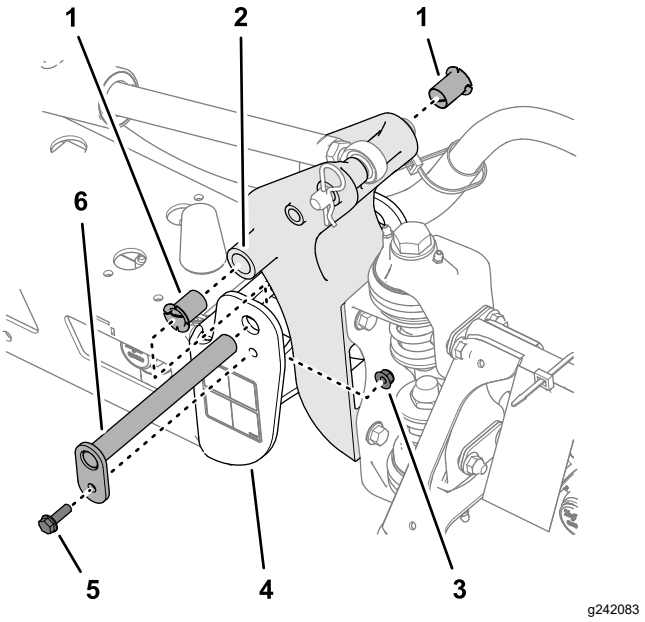

Figura 113
3. Retire o parafuso e porca que prende o pino de articulação e retire o pino (Figura 113).
5. Retire e inspecione os casquilhos de nylon dos lados dianteiro e traseiro do suporte da articulação (Figura 113).
6. Lubrifique os casquilhos de nylon com uma leve camada de óleo, e instale-os no suporte da articulação (Figura 113).
7. Alinhe dos furos no suporte da articulação com os furos do canal final (Figura 113).